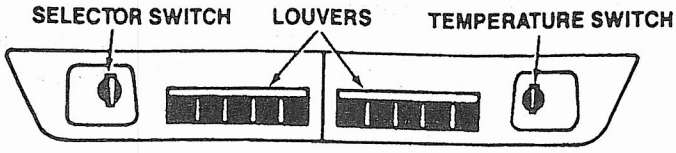

FIGURE 1
A. The Selector Switch — The selector switch determines which mode of operation the air conditioner will be in. By rotating the selector switch, the operator can obtain any system function desired. System functions vary depending upon options of both the roof top unit and ceiling assembly. Figures 1 and 2 show selector switch location and list all available functions by model.
For "Heat/Cool" models, the thermostat also controls the "ON" and "OFF" temperature settings of the heater assembly. See Figures 1 and 2.
I. For Cooling (refer to Figure 1 and 2, page 3).
IV. For Heating ("Elect-A-Heat" ceiling assembly model only) refer to Figure 1 and 2, page 3)
For Air Circulation Only (refer to Figure 1 & 2, Page 3)